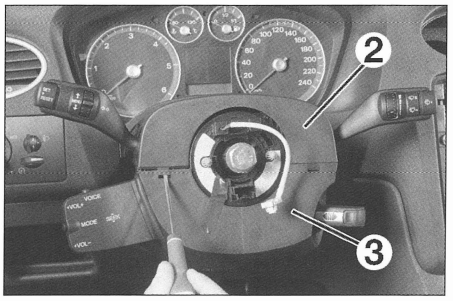

FIG. 6
- los guarnecidos (2) y (3) de la columna de dirección **(fig. 6)**.